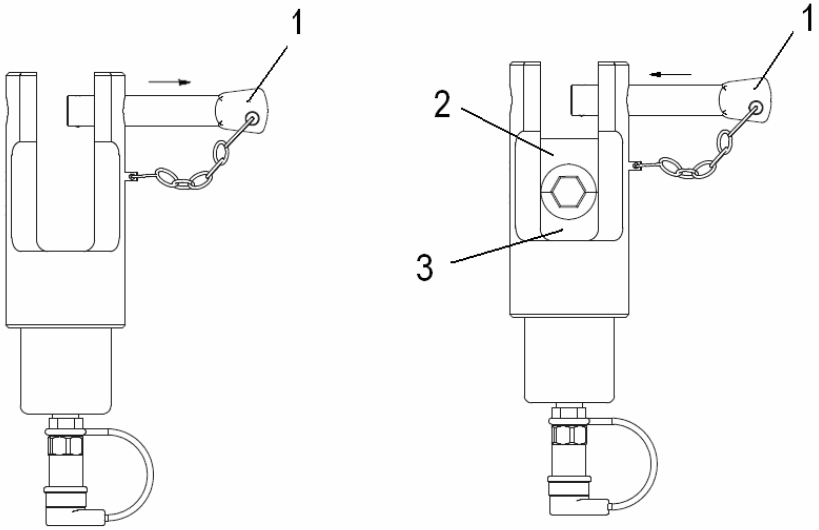

Rys. 1. Zmiana matryc.
W celu zmiany matrycy zaciskowej należy wyciągnąć sworzeń poz.1 (jak na Rys.1) do momentu odblokowania matryc.
- Umieścić matryce formujące typu **UF 120** w głowicy (zmiana matryc Rys. 1)